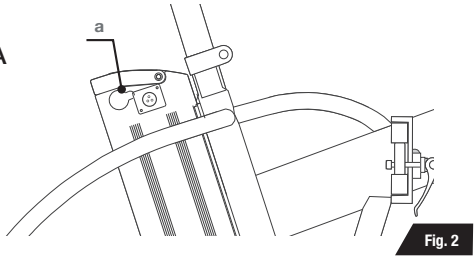

Fig. 2
1. Aprire il coperchio (**a** - Fig. 2) di protezione della presa di ricarica della batteria.